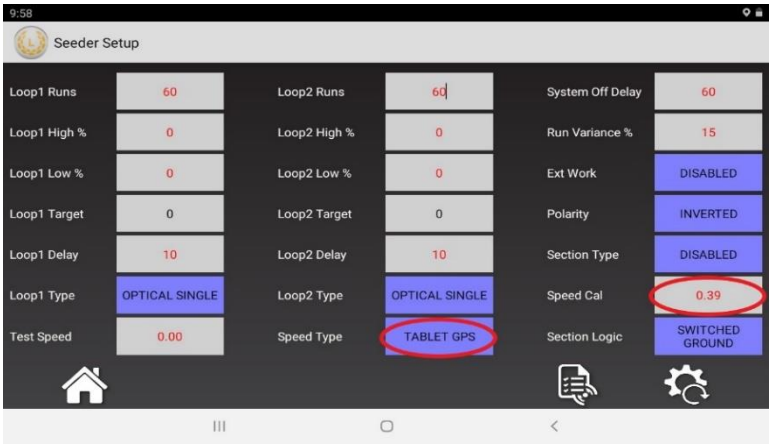

Figure 1.4
7. When using GPS as your speed input, tap the "Speed Type" field until it reads "Tablet GPS" as in figure 1.4.